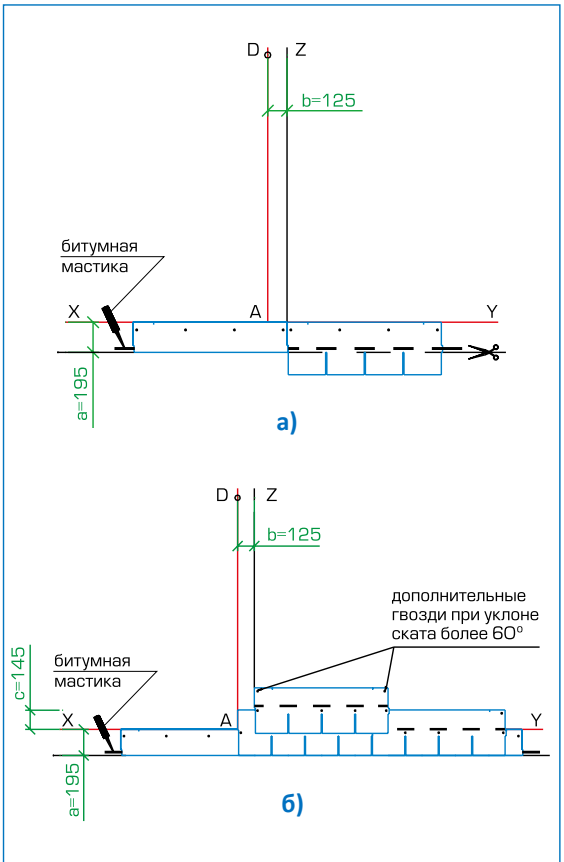

Рис. 2
Укладка материала (рис. 2)
- Начальный ряд формируется из листов черепицы ВИНТАЖ обрезанных по линии образованной конечными точками вырезов. Полученные таким образом полосы шириной 19,5 см укладываются по линии карниза в обе стороны от линии Z (рис. 2а) и фиксируются по нижнему краю битумной мастикой, а по верхней кромке 4 гвоздями (ось гвоздей на 5 см ниже верхнего края полосы);
- далее первый ряд черепицы укладывается от линии AD (рис. 2б);
- второй ряд укладывается от линии Z (со смещением 12,5 см от AD) (рис. 2б);